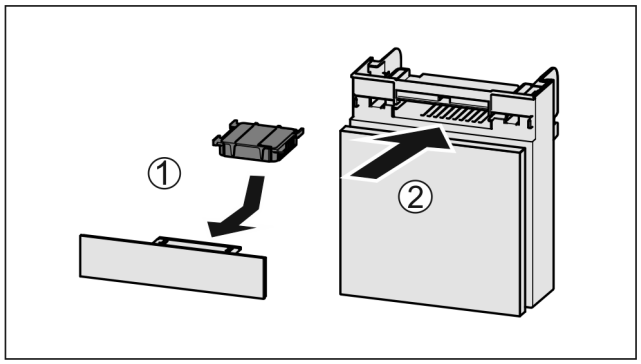

Fig. 138
▶ Insert the carbon filter as shown in the diagram *Fig. 138 (1)*.
▶ Push the compartment in *Fig. 138 (2)*.